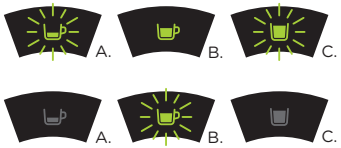

Fig. 18: Programación del botón de extracción de café largo.
- A continuación deberá pulsar el botón de extracción de café largo hasta los indicadores luminosos de los botones de extracción de café espresso y té parpadear. Pulse de nuevo el botón de extracción de café largo (ver **Fig. 18**).